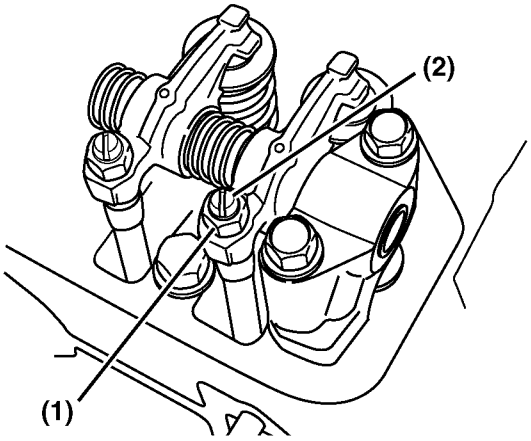
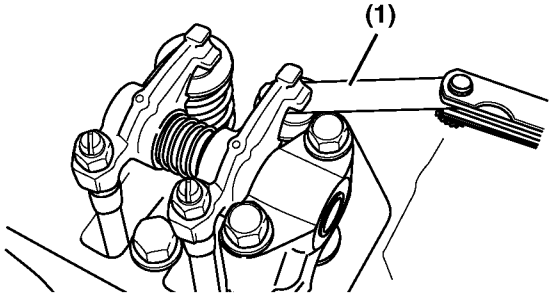

Figure 6-78
Figure 6-79
5. Loosen the valve adjusting screw lock nut **(Figure 6-78, (1))** and valve adjusting screw **(Figure 6-78, (2))** on the rocker arm and check the valve for inclination of the valve cap, entrance of dirt, or wear.
6. Insert a feeler gauge of the correct thickness **(Figure 6-79, (1))** *(see Adjustment Specifications on page 6-6)* between the rocker arm and valve cap. Turn the valve adjustment screw to adjust the valve clearance so there is a slight "drag" on the feeler gauge when sliding it between the rocker arm and the valve cap. Hold the adjusting screw while tightening the valve adjusting screw lock nut **(Figure 6-78, (1))**. Recheck the clearance.